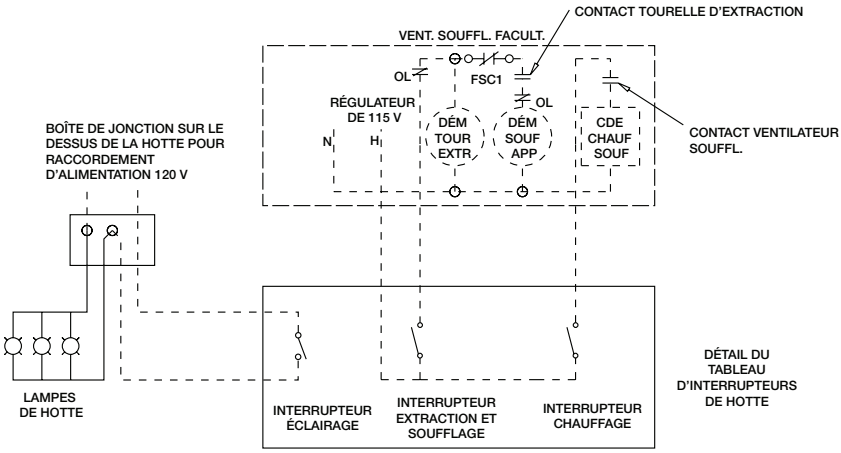

Figure 8
3. La Figure 8 présente un tableau d'interrupteurs de hotte typique monté à distance. Voir sur la Figure 8 comment câbler les ventilateurs d'extraction et de soufflage à tableau de commande à un contact anti-incendie (FSC1).